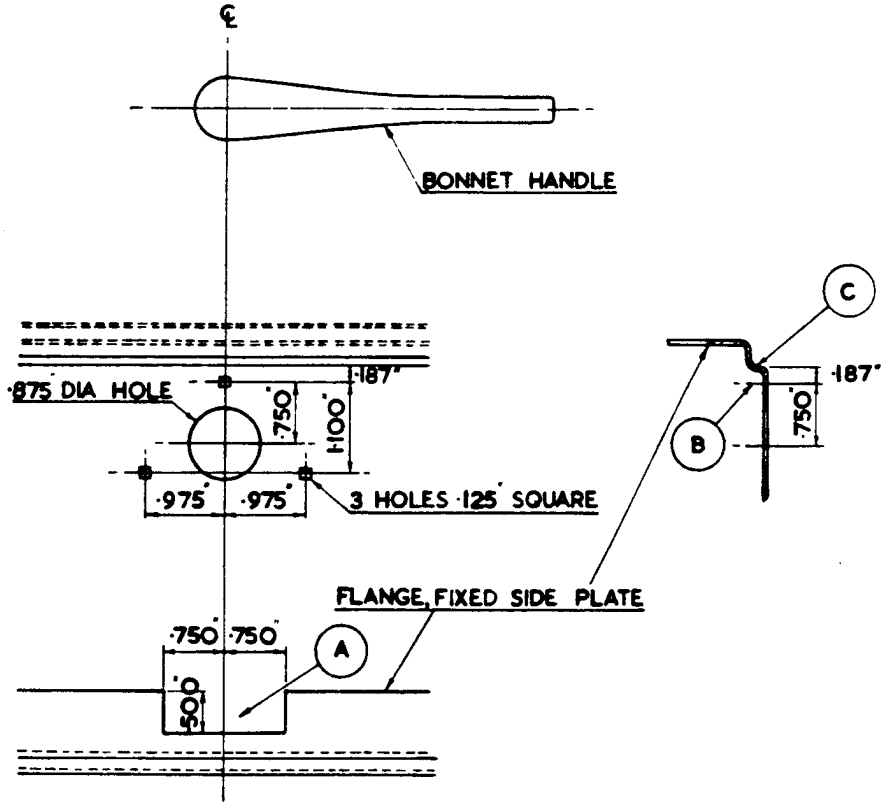
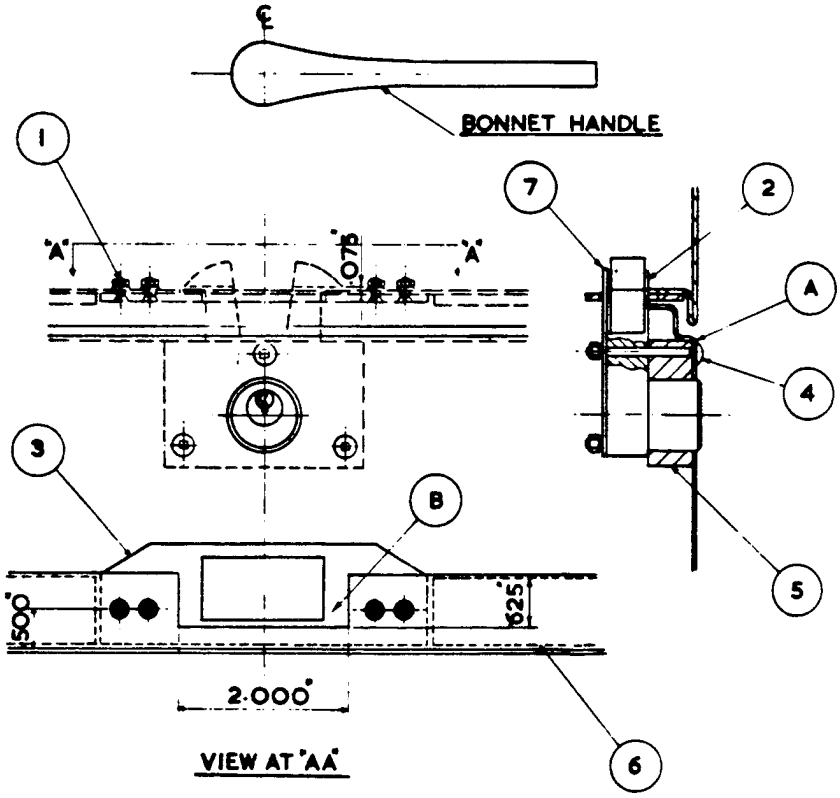

FIG. 1. DRILLING INSTRUCTIONS - BONNET LOCK.
FIG. 2. ARRANGEMENT OF BONNET LOCK.
Note: The datum line for marking off purposes is the centre line through the centre of the shank of the bonnet handle as shown in Figs. 1 & 2.
(i) Cut a slot, 'A' Fig.1, in the flange of the fixed side plate as shown.
(ii) Mark off and drill the fixed side plate as shown in Fig.1. It is important that the 0.187" dimension (from the ledge 'C', of the side plate to the centre line 'B') should be adhered to closely to ensure that the distance piece (5) & lock are located as high as possible inside the fixed side plate as shown at point 'A' Fig.2.
(iii) Lightly radius the distance piece at point 'A' (Fig.2) and with it in position on the lock, temporarily fit the lock to the side plate and check for being square. The three square holes may be trimmed slightly to provide adjustment.
(vi) Remove the bonnet and cut away the bonnet rest tape on the flange 2.500" either side of the centre line, leaving a gap 5.000" wide to accommodate the lock socket plate (3 Fig.2).
(vii) Cut a slot 'B' Fig.2, in the flange of the bonnet as shown.
NOTE: When the lock and its socket plate have been fitted, there should be a clearance of not less than 0.075" between the jaws of the lock and the socket plate as shown in Fig.2. With the bonnet handle in the open position and the bonnet locked, check for this clearance by lifting the bonnet. If there is insufficient clearance, then a thin packing plate may be fitted between the plate and the flange.